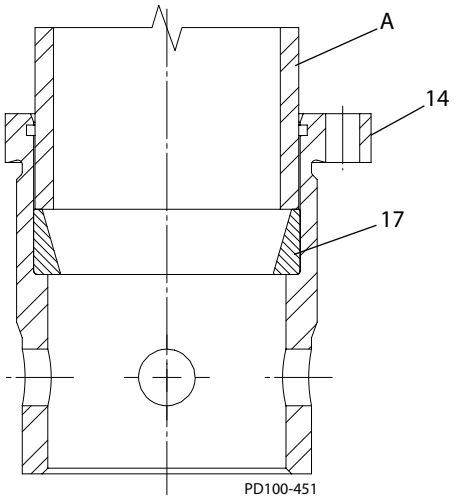

Figura 46 - Pressione della boccola del cuscinetto posteriore
1. Spingere la boccola cuscinetto posteriore (Figura 46, articolo 17) nella scatola dei cuscinetti (articolo 14) con uno spintore (articolo A).